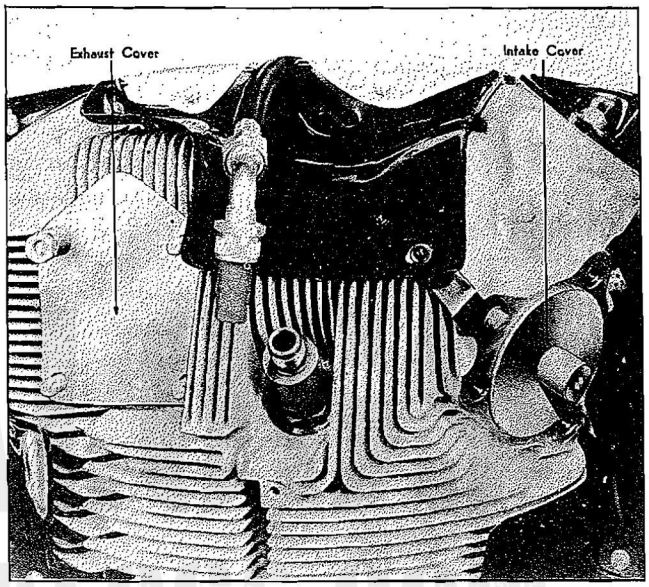

Figure 45—Location of Intake and Exhaust Covers
b. Install a cover (Tool No. 800909) over the intake port of all cylinders, and install a cover (Tool No. 800907) in all pipe packing nuts in the supercharger front housing. Refer to Figures 45 and 46.